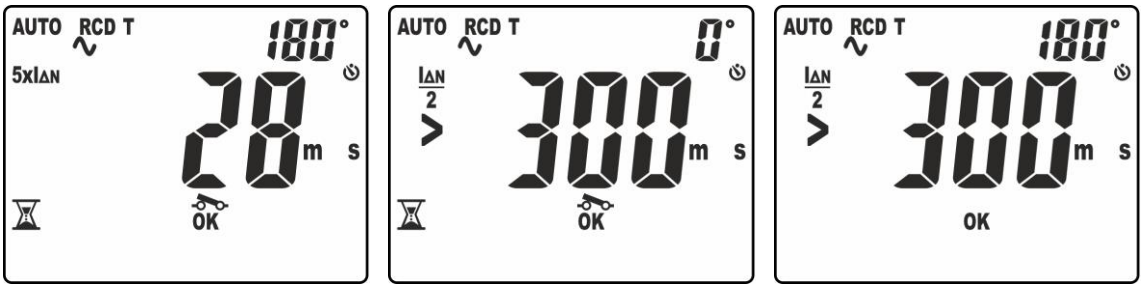

Fig. 33: Temps d'intervention en mode AUTO- Pages-écrans 2
13. Le quatrième test effectué est celui avec courant d'essai **5xIIΔn** et polarité **180°**. Le résultat de la mesure partielle est affiché à l'écran avec indication «OK» ou «NOT OK» (voir Fig. 33. à droite). Le symbole «» clignotant indique qu'il est nécessaire de réarmer le RCD
14. Le cinquième test effectué est celui avec courant d'essai **½IΔn** et polarité **0°**. Le résultat de la mesure partielle est affiché à l'écran avec indication «OK» ou «NOT OK» (voir Fig. 33. au centre). Le message **«>300ms»** indique le hors plage de l'instrument pour indiquer la non intervention correcte du RCD dans cette situation. Le symbole «» clignotant indique qu'il est nécessaire de réarmer le RCD
15. Le sixième et dernier test effectué est celui avec courant d'essai **½IΔn** et polarité **180°**. Le résultat de la mesure partielle est affiché à l'écran (voir Fig. 33. à droite). Le message **«>300ms»** indique le hors plage de l'instrument pour indiquer la non intervention correcte du RCD dans cette situation. L'indication «OK» ou «NOT OK» indique, dans ce cas, le résultat final du test.